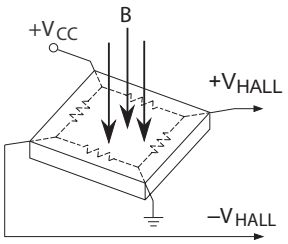

Figure 1: Hall Element, Basic Circuit Operation
The Hall element can be considered as a resistor array similar to a Wheatstone bridge. A basic circuit is shown in Figure 1, demonstrating the effect of the magnetic field flux density (B) impinging on the Hall element. When using Hall-effect technology, a limiting factor for switch point accuracy is the small signal voltage (V_{HALL}) developed across the Hall element. This voltage is disproportionally small relative to the offset that can be produced at the output of the Hall device, caused by device overmolding, temperature dependencies, and thermal stress.